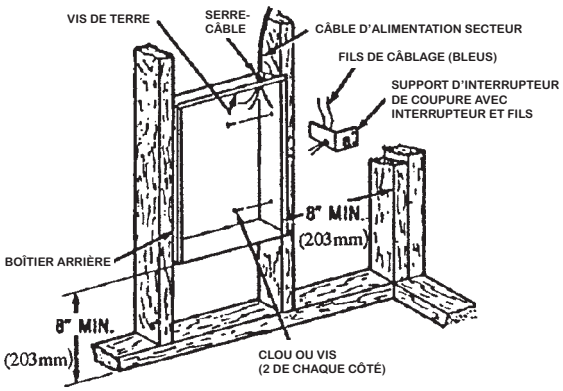

Fig. 1 Positionnement du boîtier arrière dans une construction neuve
3. L'alimentation électrique entre dans le boîtier arrière par les pastilles à enfoncer sur le côté DROIT du boîtier (Voyez la Figure 1). Voyez également le marquage de HAUT sur le boîtier arrière pour la bonne orientation.
1. Montage du boîtier arrière (Voyez la Figure 1).
c. Fixez le boîtier arrière en place avec des vis à bois ou des clous comme c'est montré en Figure 1.
2. Câblage de l'alimentation électrique (Voyez la Figure 1).)